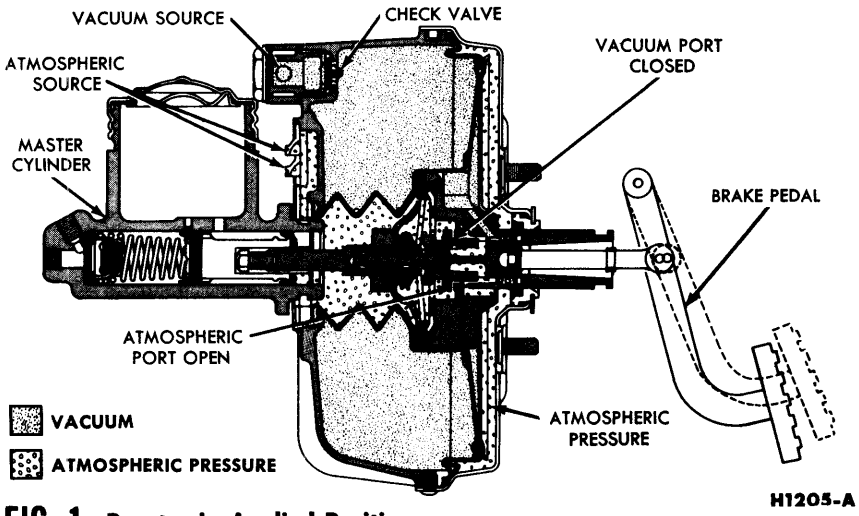

FIG. 1—Booster in Applied Position
5. Working on the wheel side (Fig. 1), compress the prongs on the cable retainer so that they can pass through the hole in the carrier plate. Draw the cable retainer out of the hole.
The booster consists of a vacuum chamber, atmospheric valve, control valve plunger assembly, diaphragm and an atmospheric chamber (Figs. 1, 2 and 3).
As the brake pedal is depressed, the valve operating rod and valve plunger assembly move forward compressing the plunger return spring (Fig. 1). The initial movement of the plunger closes the porting from the vacuum chamber preventing further evacuation of the area back of the diaphragm. Further movement of the plunger forces the atmospheric valve off its seat so that atmospheric pressure from the bellows can enter the hub porting that leads to the rear side of the diaphragm.